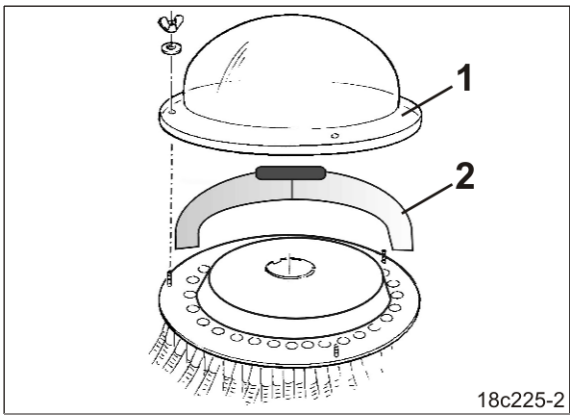

Fig. 156
1. Verteileraußenhaube (Fig. 156/1) demontieren.
2. Den Einsatz (Fig. 156/2) so montieren, dass die Saatgutversorgung der entsprechenden Schare unterbrochen ist.